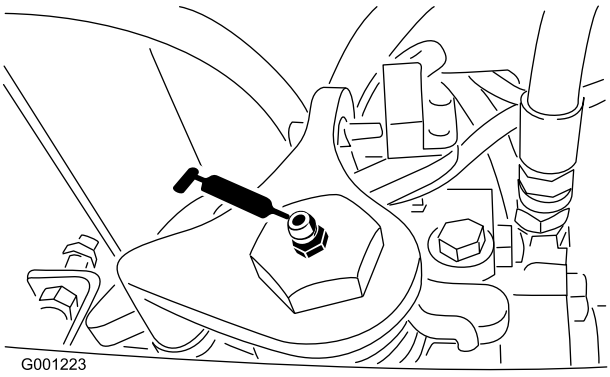

**Figuur 41**
- As van neutraalstand van transmissie (Figuur 41)